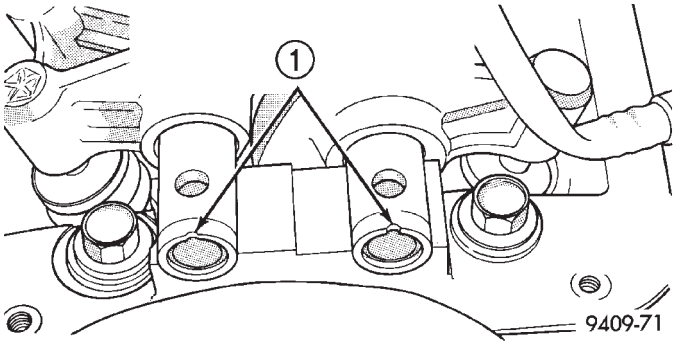

Abb. 50 Kerben in den Kipphebelwellen
(1) Kipphebel/Hydrostößel-Baugruppe einbauen. Dabei sicherstellen, daß die Hydrostößel zumindest teilweise mit Öl gefüllt sind. Dies läßt sich daran erkennen, daß sich der Kolben beim Niederdrücken des Hydrostößels nur wenig oder gar nicht bewegt. Bei übermäßigem Kolbenhub die Kipphebel-Baugruppe in sauberes Motoröl legen und Kolben so lange auf und ab bewegen, bis er sich kaum noch bewegen läßt. Bleibt der Kolbenhub unverändert, Baugruppe austauschen. Hydrostößel und Kipphebel werden als Einheit ausgetauscht.
(2) Beim Einbau der Kipphebel und Kipphebelwellen muß die KERBE in den Kipphebelwellen nach oben und in Richtung Zahnriemen zeigen (Abb. 50). Halter in ihrer ursprünglichen Einbaulage an der